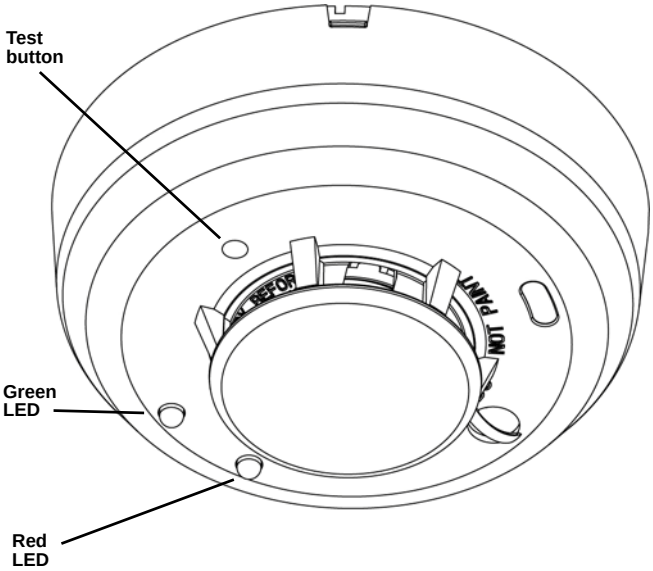

**Figure 1** Wireless smoke detector external components
5. When prompted to register the device, use a small screwdriver or Allen wrench with a diameter of less than 0.18” to press the recessed test button (See Figure 1).